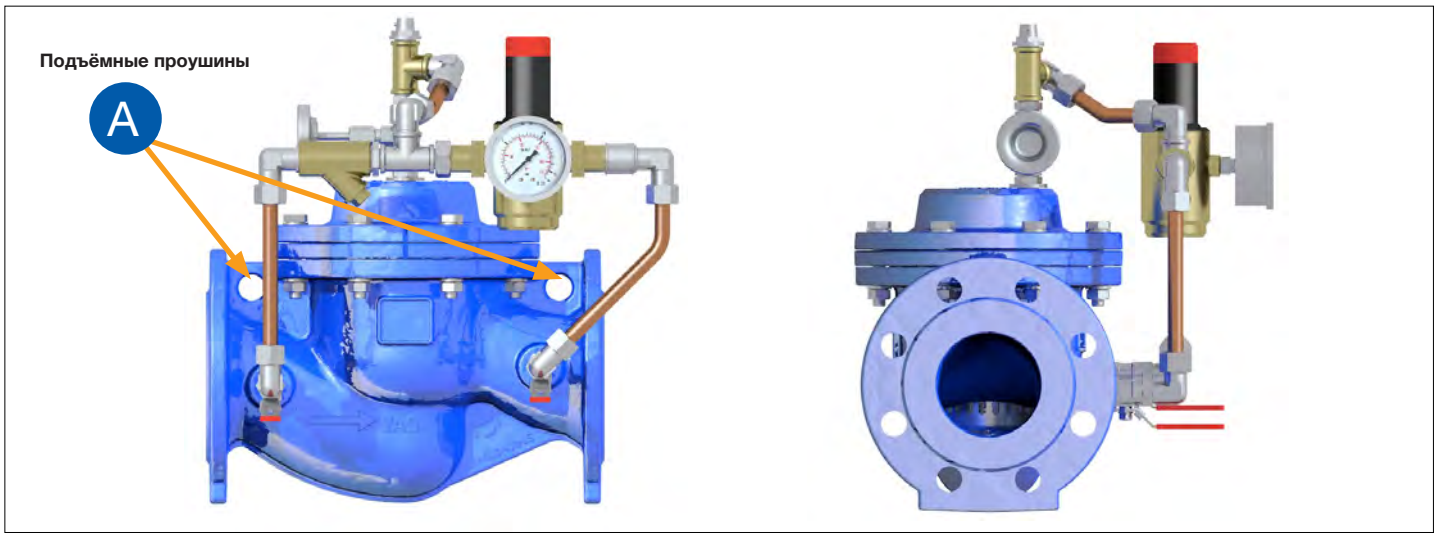

Рис. 2: Положение при перевозке
Для транспортировки и облегчения монтажа стропы или ремни можно закреплять только через крепёжные проушины (A) сверху клапана (рис. 2). Длину и расположение строп или ремней следует выбирать так, чтобы арматура находилась строго в горизонтальном положении в течение всего процесса подъёма.